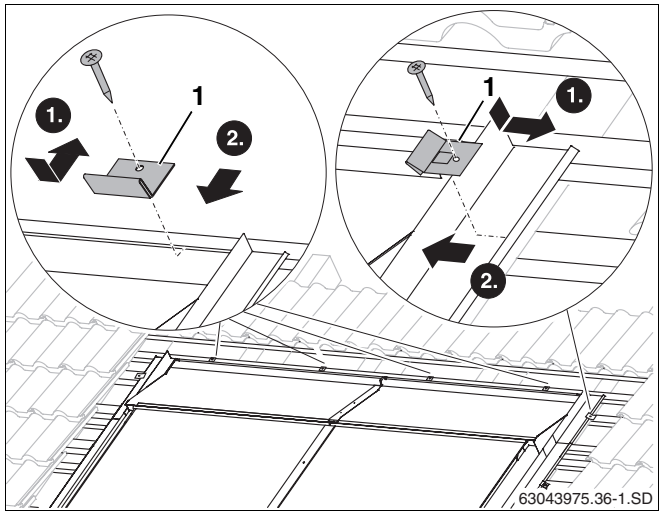

Abb. 60 Obere Abdeckbleche mit Haftern befestigen
- Hafter (Abb. 60, **Pos. 1**) in Kante des Abdeckbleches legen.